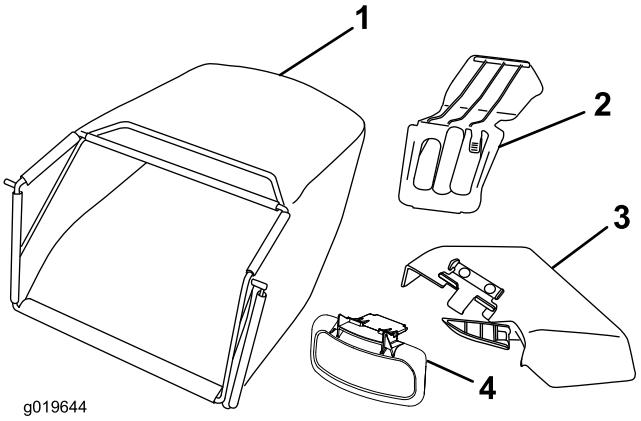

Figur 11
5. Flytt gasskontrollspaken til Hurtig-stillingen når motoren starter (Figur 11).